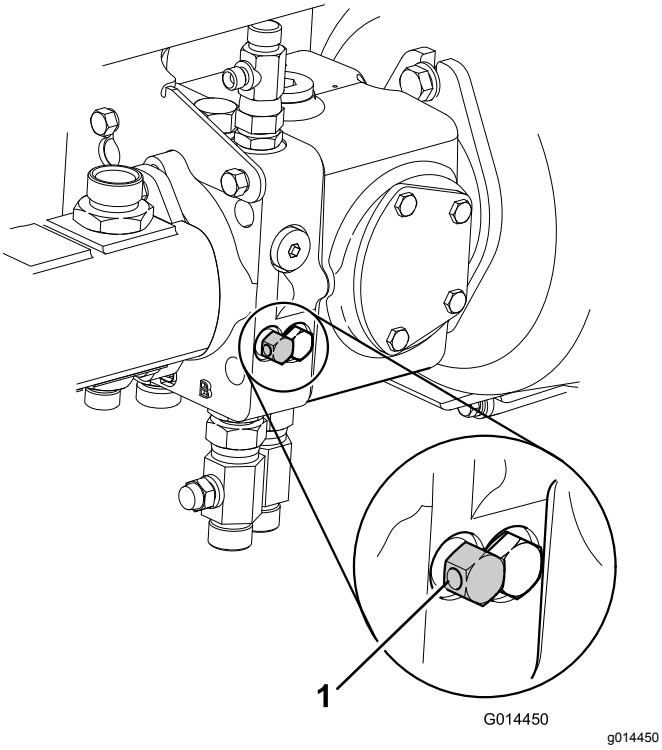

**Figuur 46**
7. Schakel het hydraulische remsysteem uit door de omloopklep onder de transmissiepomp maximaal 3 slagen linksom te draaien (Figuur 46).